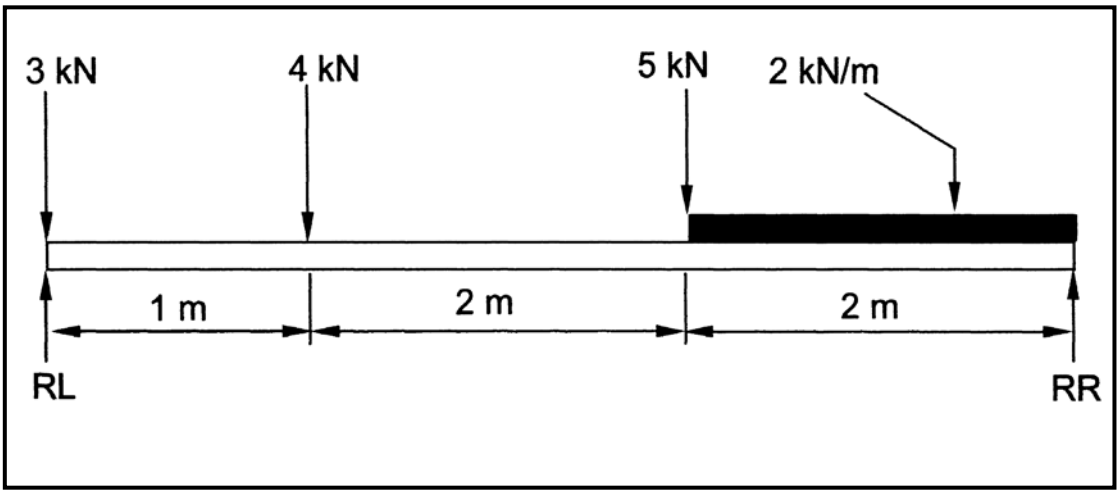

Figure 5.3
5.3 FIGURE 5.3 shows a beam of 5 metres resting on two supports. The beam carries a UDL of 2 kN/m across 2 metres on the right end and three point loads.